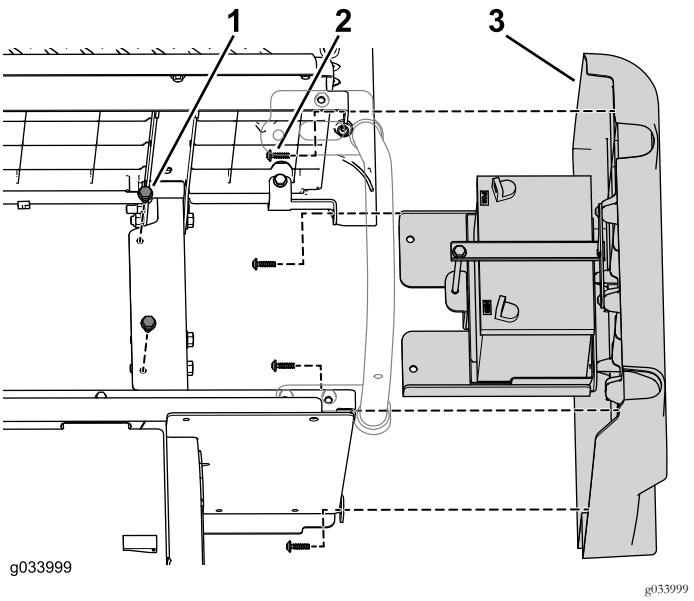

Рисунок 5
2. Выверните два фланцевых болта, которые крепят поддон аккумуляторной батареи к раме (Рисунок 5).
3. Выверните 4 винта, крепящие правую панель к нижнему узлу сиденья (Рисунок 5).